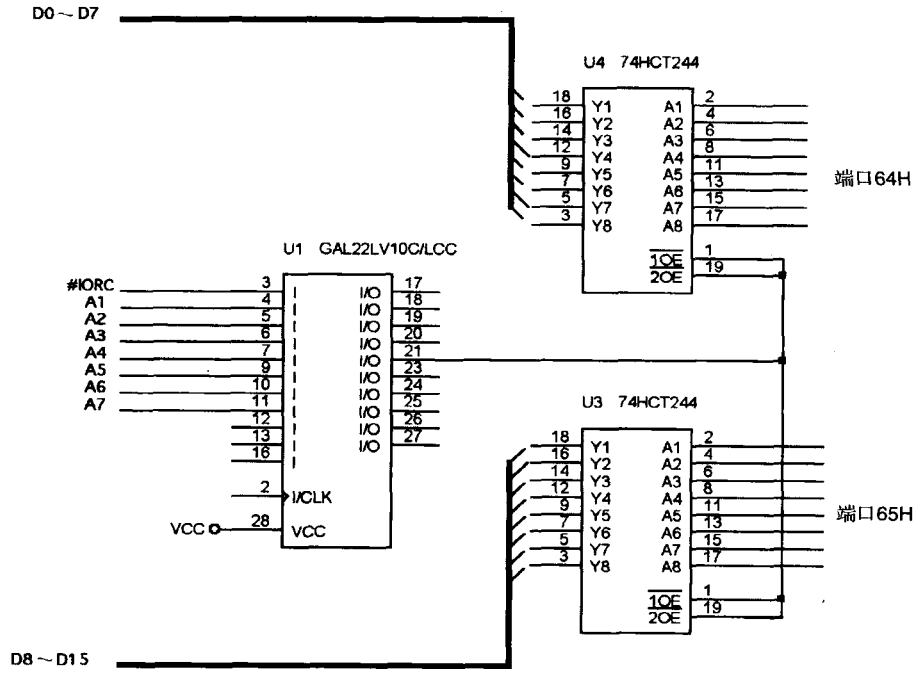

图 11-15 I/O 地址为 64H 和 65H 的一个 16 位 I/O 端口
图11-15给出了一个16位输入器件，其8位I/O地址为64H和65H。注意，PLD译码器没有地址位$\overline{BLE}$(A_0)和$\overline{BHE}$引脚，因为这些信号在16位宽的I/O器件上不用。PLD译码器的程序见例11-5，它说明了用作输入器件的三态缓冲器(74HCT244)的使能信号是如何产生的。
-- 图11-15中译码器的VHDL代码描述